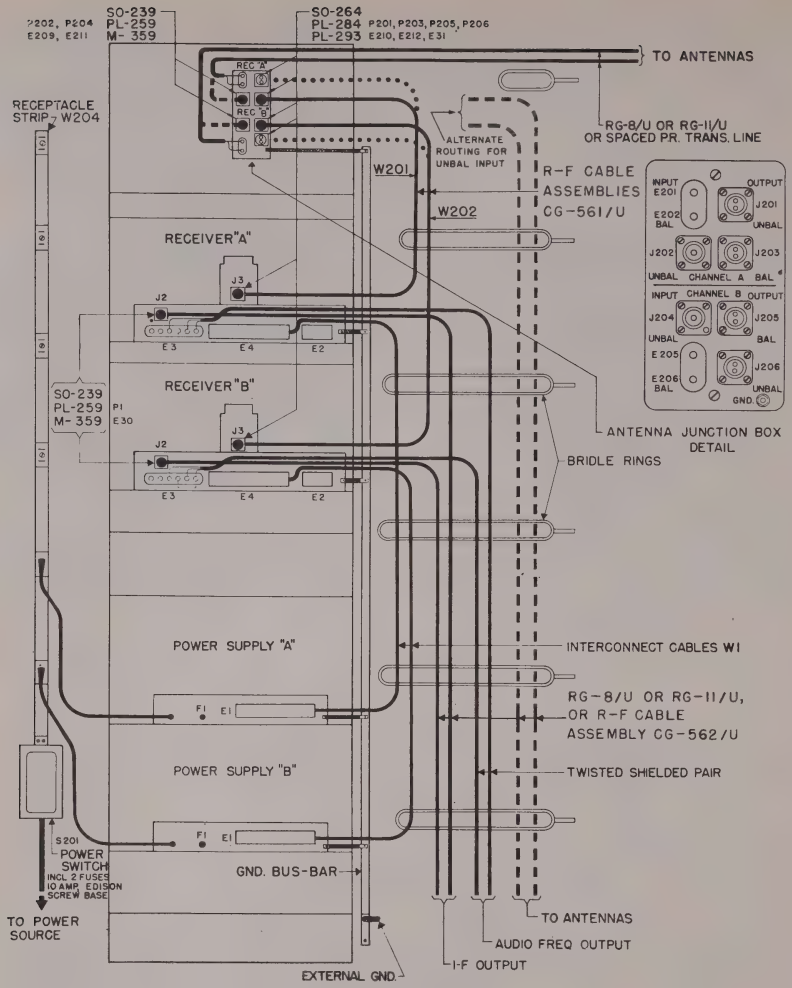

Figure 13. Cording diagram.
a. Mount the cables for connection of input and output signals and for interconnection between the units in the bridle rings within the cabinet. The cording diagram (fig. 13) shows the manner in which the cables are mounted and the manner of connecting the cables which feed signals from the rack antenna junction box to the receivers. Figure 14 shows the connection of the cables between each receiver and its power supply. The interconnecting terminal boards of the receivers and power supplies have metal covers which must be removed to connect the cables. Replace covers after connecting cables. When CV–31 ( )/TRA–7 is used, connect the i-f output jacks from each radio receiver to the appropriate converter input connectors by means of R-f Cable Assemblies CG–562/U. Plug the power supply power cable connectors into the most convenient voltage receptacle on the receptacle strip.
c. Attach the antenna junction box front cover on the junction box with the cam locks which are mounted on the cover. Connect the appropriate (balanced or unbalanced) antenna junction box connectors to the receivers by means of the cables (R-f Cable Assemblies CG–561/U) after they are mounted inside the cabinet, as shown in the cording diagram (fig. 13).